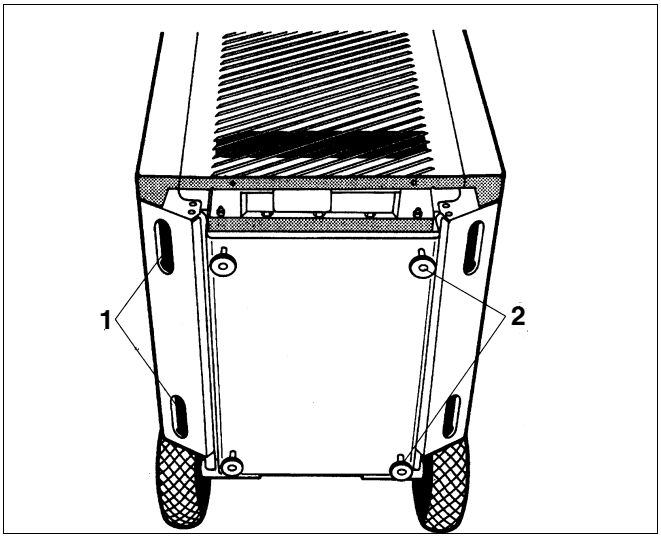

Rys. 5 Dolna strona kotła
Kocioł należy podnosić i przenosić, korzystając z czterech wycięć do chwytania znajdujących się u dołu (rys. 5, **poz. 1**).
Śruby poziomujące (rys. 5, **poz. 2**) należy zamontować tylko wówczas, gdy kocioł nie jest przewidziany do pracy z zasobnikiem typu LT (leżącym).
- Wkręcić od dołu cztery śruby poziomujące (rys. 5, **poz. 2**) na głębokość ok. 5 – 10 mm w przewidziane do tego tuleje gwintowane znajdujące się w blasze dennej.
- Postawić kocioł ma śrubach poziomujących (rys. 5, **poz. 2**).
- Wyrównać pozycję kotła w pionie i poziomie poprzez wykręcenie lub wkręcenie śrub poziomujących (rys. 5, **poz. 2**).